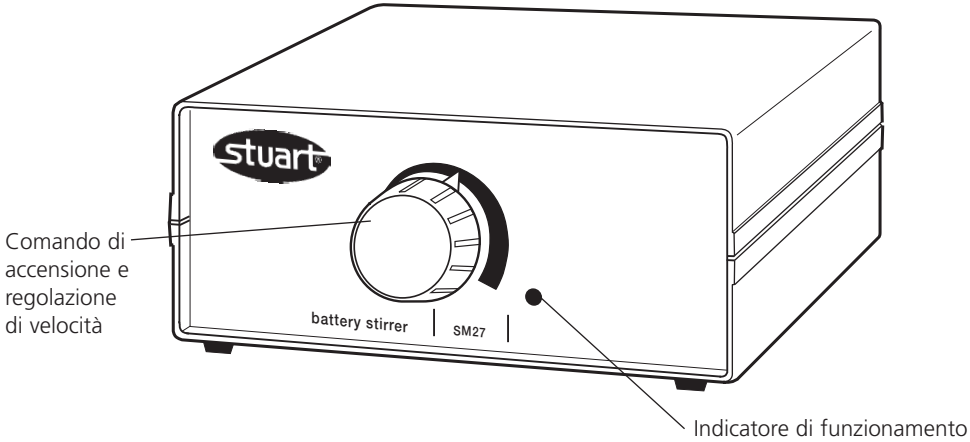
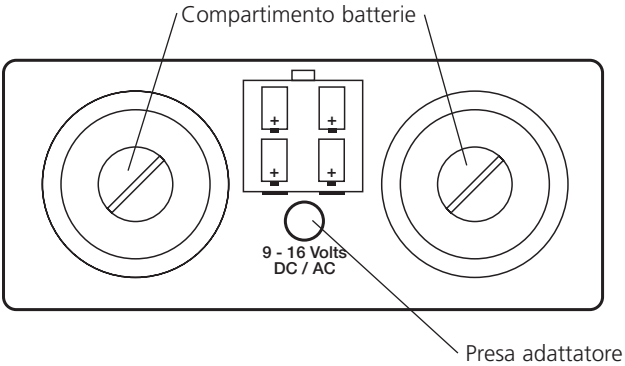

Figura 3: SM27 - Vista anteriore
Figura 4: SM27 - Vista posteriore
L'agitatore SM27, illustrato in Figura 3, può essere alimentato a batterie o da rete. È ideale per l'utilizzo all'interno di incubatori, cassette di manipolazione protetta con guanti, o sul campo.
Appoggiare un contenitore adatto, contenente la soluzione da agitare e una barretta magnetica in PTFE, al centro dell'apparecchio. Accendere l'agitatore (ON) e regolare la velocità utilizzando il comando di regolazione della velocità (Figura 3). La spia LED si illumina (Figura 3) per indicare il funzionamento dell'apparecchio.
Per segnalare l'esaurimento delle batterie, l'indicatore di funzionamento (Figura 3) si illumina con minore intensità. Per sostituire le batterie, aprire il compartimento batterie (Figura 4) con una moneta. Rimuovere le batterie scariche e smaltirle appropriatamente. Inserire le nuove batterie facendo attenzione che i poli positivi siano rivolti verso il retro dell'apparecchio, come indicato in Figg. 2 e 4.
spinotto a bassa tensione presente sul retro dell'apparecchio (Figura 4) prima di collegare l'alimentatore alla fonte di corrente.